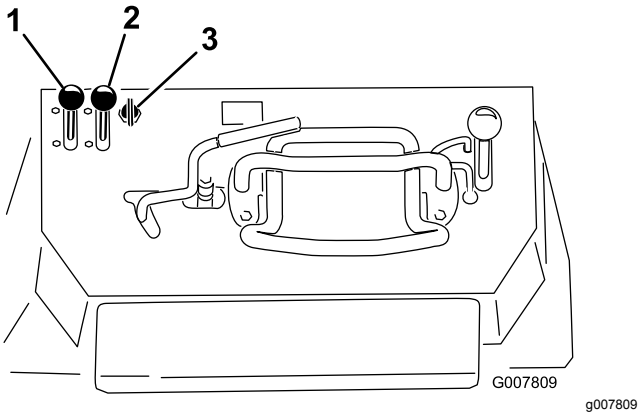

Figur 16
1. För gasreglaget till mittläget mellan det LÅNGSAMMA och det SNABBA läget (Figur 16).
2. För chokereglaget till det PÅSLAGNA läget (Figur 16).
- Maskiner med elstart: vrid nyckeln till det PÅSLAGNA läget (Figur 16). Släpp nyckeln när motorn startar.
4. För gradvis choken till det AVSLAGNA läget (Figur 16). För choken framåt igen om motorn stannar eller hackar så att den värms upp ordentligt.
5. För gasreglaget till önskat läge (Figur 16).
2. För gasreglaget till det LÅNGSAMMA läget (Figur 16).